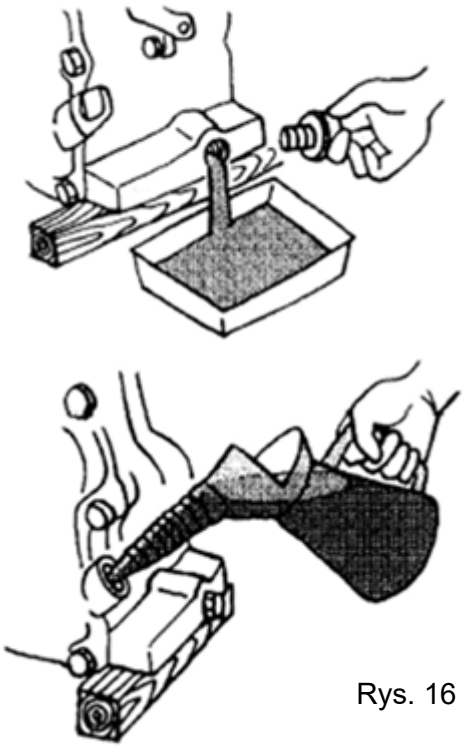

Rys. 16
4. Spuścić olej silnikowy i wymienić na nowy, zgodnie ze specyfikacją. (Rys. 16).